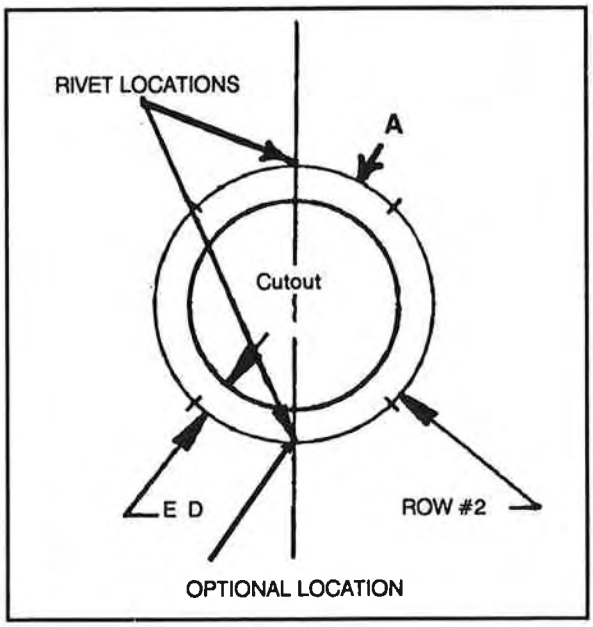

Figure 8-27. Edge distance around cutout
- Locate the layout line for the first row of rivets by drawing a circle around the cutout area. Be sure to use from 2 to 4 diameters for edge distance. Check to make sure it is even all around the cutout area (Figure 8-27).